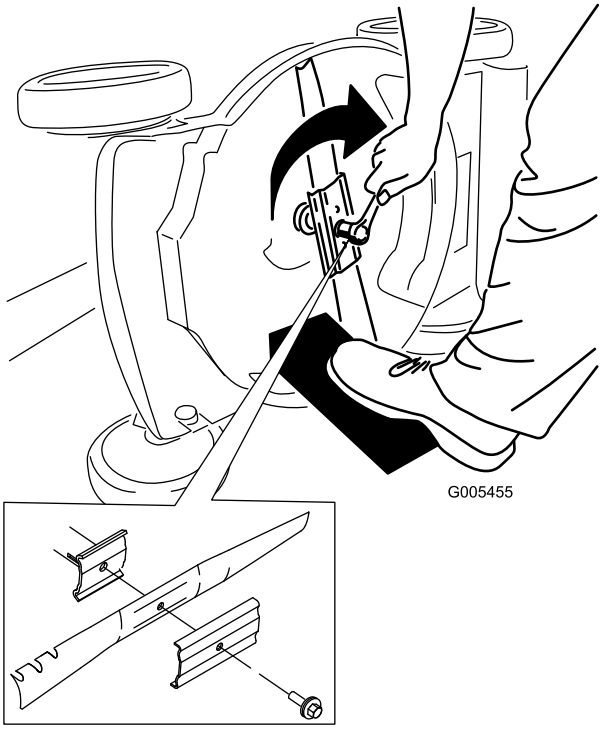

Figur 28
5. Sätt fast den nya kniven och alla monteringsdelar (Figur 28).